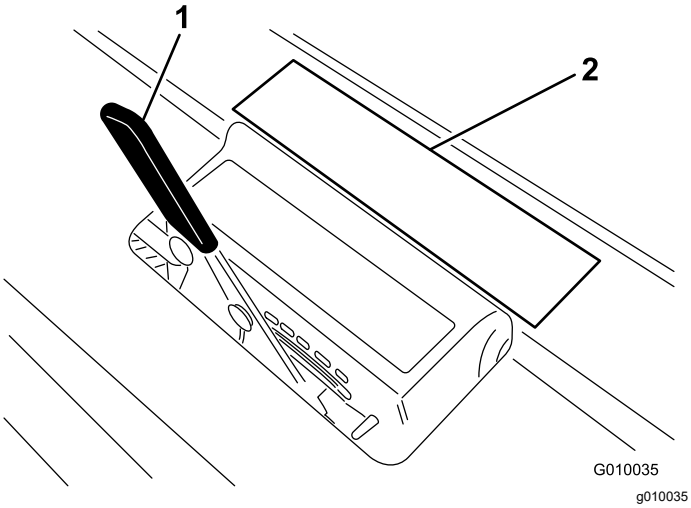

Figur 16
3. Læg tinen på tinedybdemærkaten (Figur 16) med den ene ende flugtende med den ønskede luftningsdybde (se tineskabelonen på mærkaten).